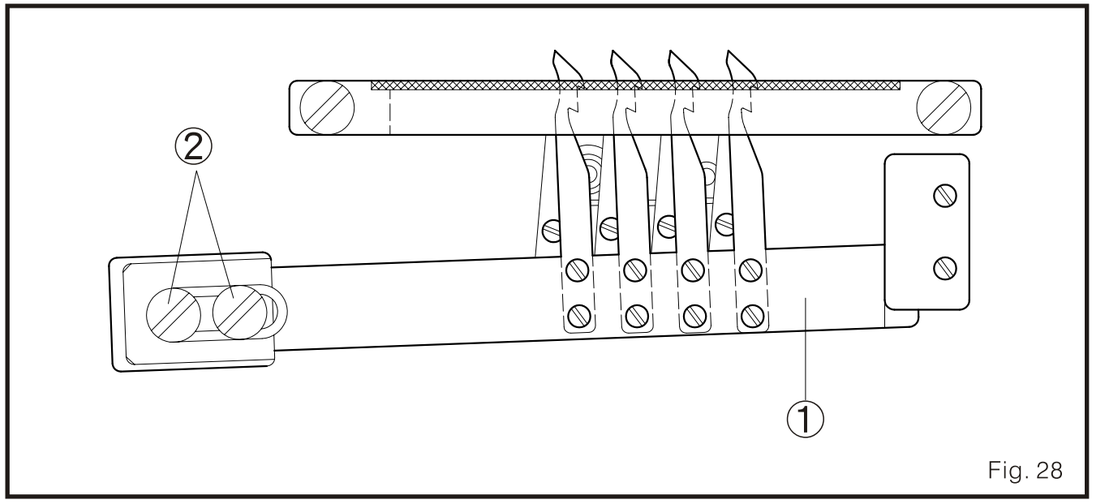

Fig. 28
(2) Cuando ajuste. Afloje los dos tornillos 2 del equipo soporte de la cuchilla movible inferior 1. Mueva el mencionado equipo soporte 1 de izquierda a derecha para cumplir la condición (1) mencionada previamente, y luego ajuste fuertemente los tornillos 2. (Fig. 28)